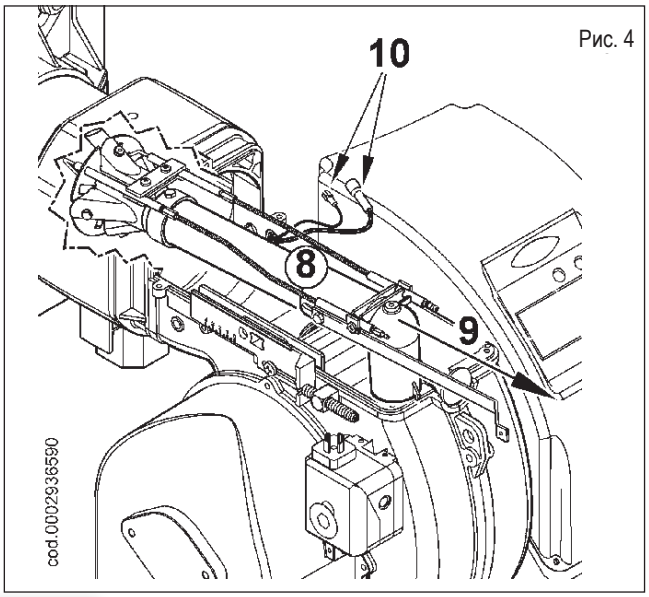

Рис. 4
- Отсоединив провод розжига и ионизации (10) от соответствующих электродов, полностью выньте узел смешения в направлении, указанном стрелкой (9) (рисунок 4).